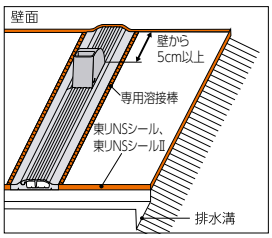

図6
接着剤が完全に硬化した後、東リNSシール（もしくは東リNSシールⅡ）にて端部処理を行ってください。(図6)
①NSパス蓋付上で、壁から5cm以上離れた場所且つ歩行の妨げとならない場所をNSパス用ホース固定材の取付け位置とし、その場所の油、水分、埃等を除去してください。(図6)